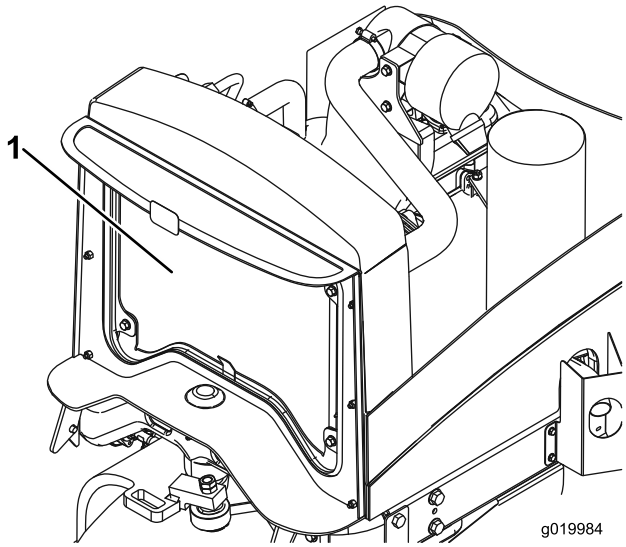

Figur 57
2. Rengör på båda sidor om kylaren/oljekylaren ordentligt med tryckluft (Figur 57).